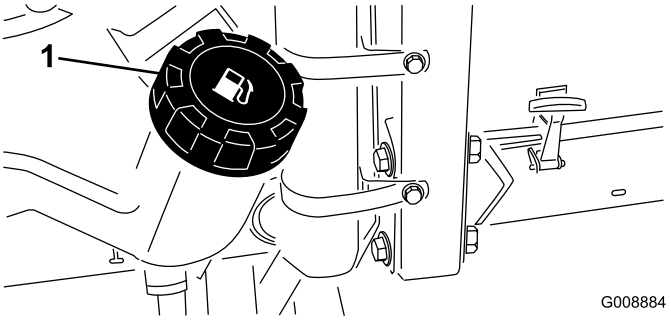

Figur 39
1. Rengör området runt tanklocket (Figur 39).